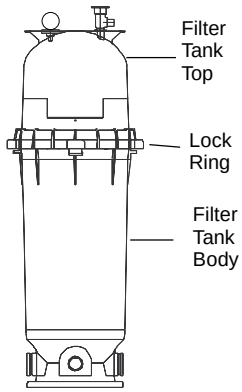

Figure 2.
2. Be certain the O-ring is in position in the lower tank half. Place the filter lid over the lower tank half, making sure it is fully and firmly seated on the tank half, see Figure 2.